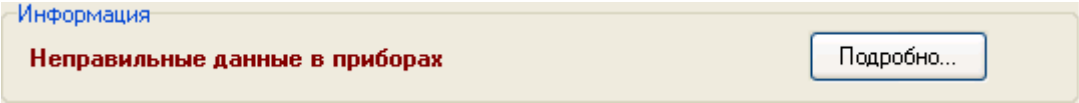

Рисунок 6-852 Сообщение о данных идентификатора, для которого информация в БД не соответствует хранимой в прибобрах конфигурации
– для тех идентификаторов, настройки которых не соответствуют хранимой в приборах конфигурации, отображается пометка «неправильные данные в приборах» (см. Рисунок 6-852), а в списке паролей данные записи отображаются коричневым цветом.